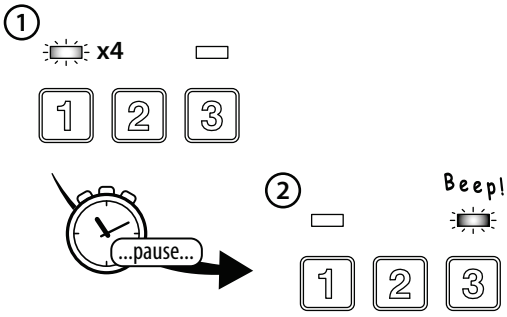

Fig. 103
2. The codelock will emit a low tone and the green data LED (**Fig.103**, 1) will flash 4 times followed by a brief pause;
3. The red status LED (**Fig.103**, 2) will then flash once and the codelock will emit a single beep.